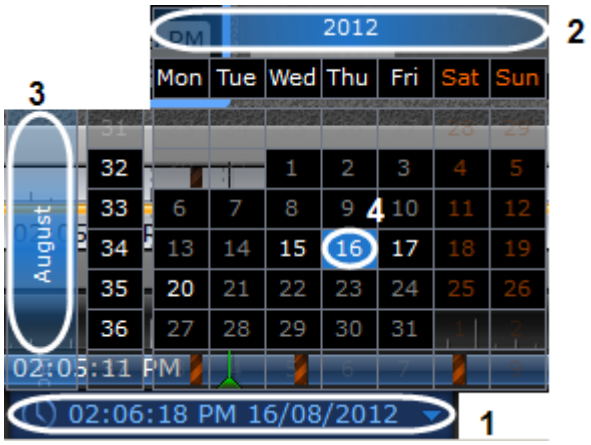

Figure 12.17-13 Specifyong the date for viewing the archive
1. Click the or button to access the “Calendar” tool (Figure 12.17-13, 1).
2. Specify the year by dragging the calendar field left or right (Figure 12.17-13, 2).
1. Specify the month by dragging the calendar field up or down (Figure 12.17-13, 3).
2. Select the needed day by left-clicking the mouse (Figure 12.17-13, 4). Days for which records are stored in archive are highlighted with white.